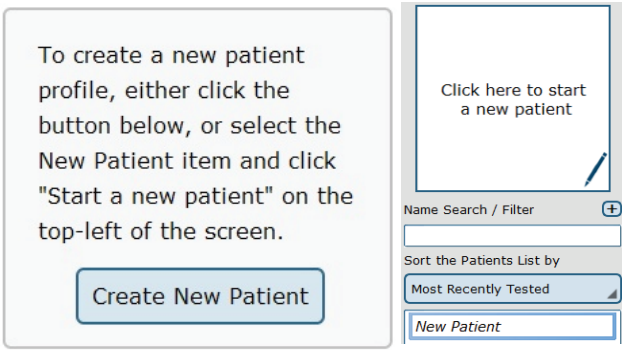

Figura 14: Crear nuevos pacientes.
1. Haga clic en el botón New Patient (nuevo paciente) en el centro de la pantalla inmediatamente tras iniciar sesión en el sistema y llegar a la pantalla de Inicio del facultativo. También puede seleccionar New Patient (nuevo paciente) desde la lista de pacientes y luego hacer clic en el cuadro Click here to start a new patient (Haga clic aquí para iniciar un nuevo paciente) (en la esquina superior izquierda de la pantalla). Ambas opciones se muestran en la Figura 14.